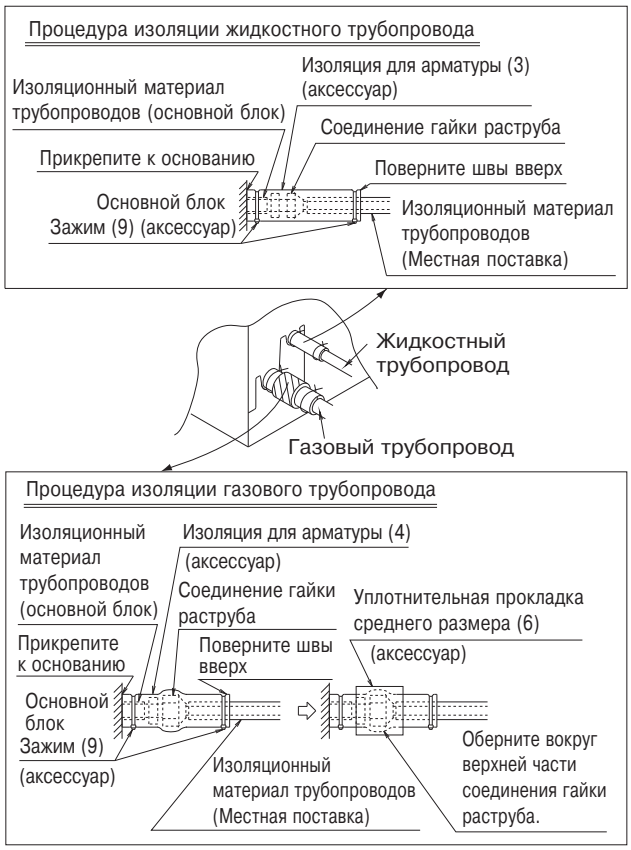

Рис. 8
(2) По окончании работы проконтролируйте отсутствие утечки газа.
(3) После проверки отсутствия утечек газа, обязательно заизолируйте соединения труб согласно рис. 8.
- Осуществите изоляцию с помощью изоляции для арматуры (3) (4), поставляемой в комплекте с жидкостным и газовым трубопроводами. Кроме того, убедитесь в том, что швы изоляции для арматуры (3) (4) на жидкостном и газовом трубопроводах находятся сверху.